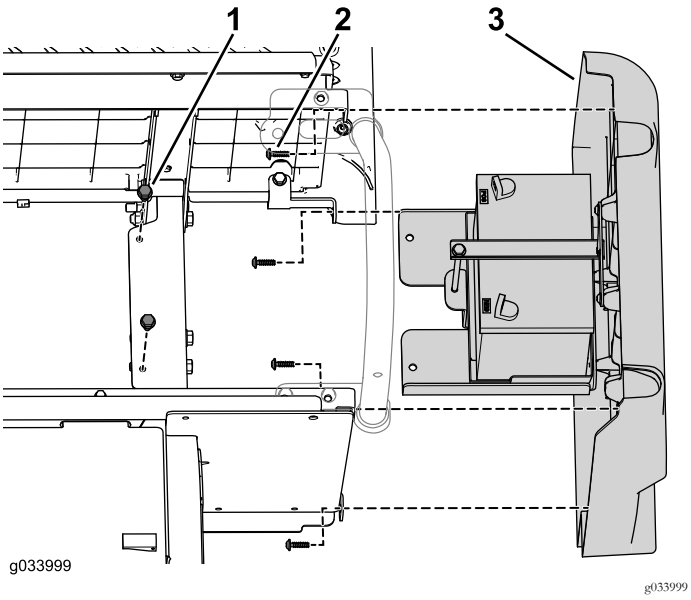

Рисунок 45
3. С помощью крепежных деталей, снятых ранее, прикрепите ранее снятую с машины правую панель в сборе к задним панелям основания сиденья (Рисунок 45).